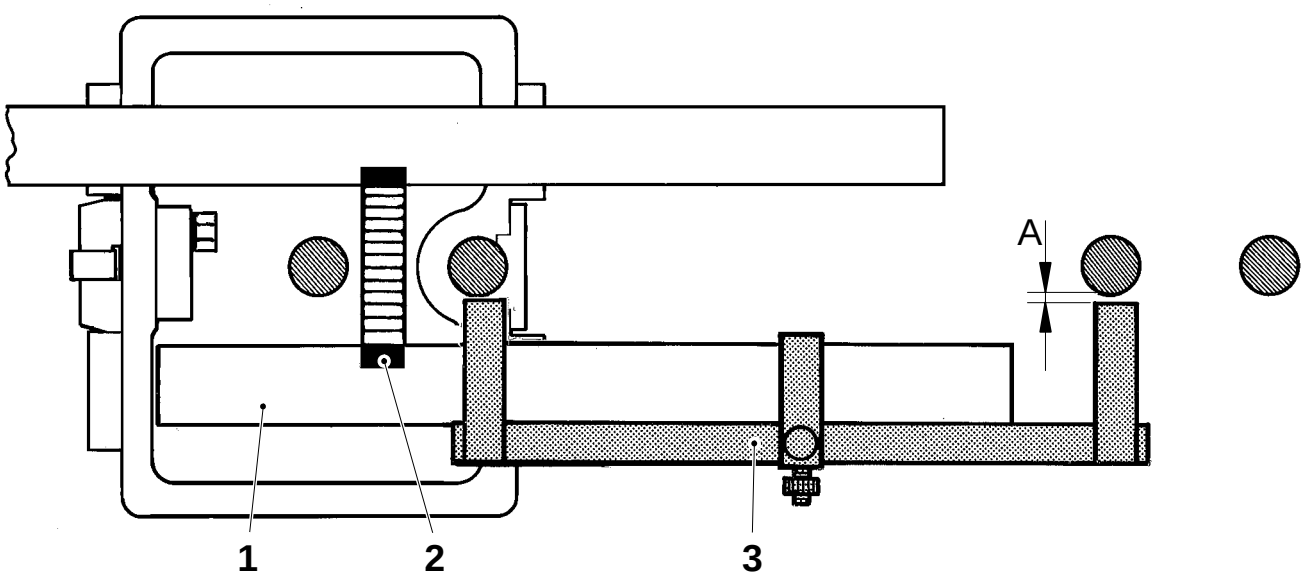

Fig 1
b) Place the template (2) between the carriers.
c) Fit the template (3) to the carrier (1) on the cutting side, LH yoke, see fig. 1.
d) Measure gap A by means of the template (3) and a feeler gauge, record the result.